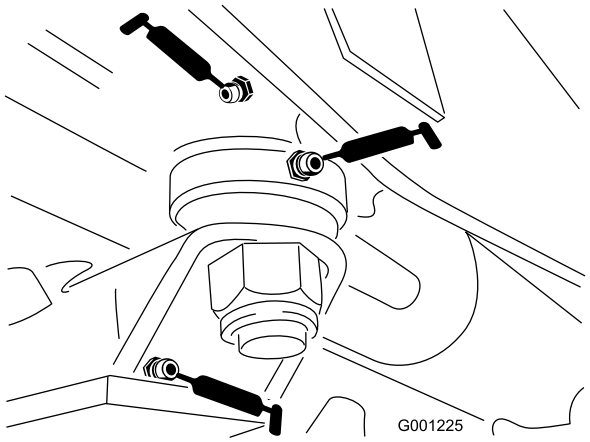

Figur 43
- Styrepladebøsninger (Figur 43)
- Akselstiftsbøsning (Figur 43)